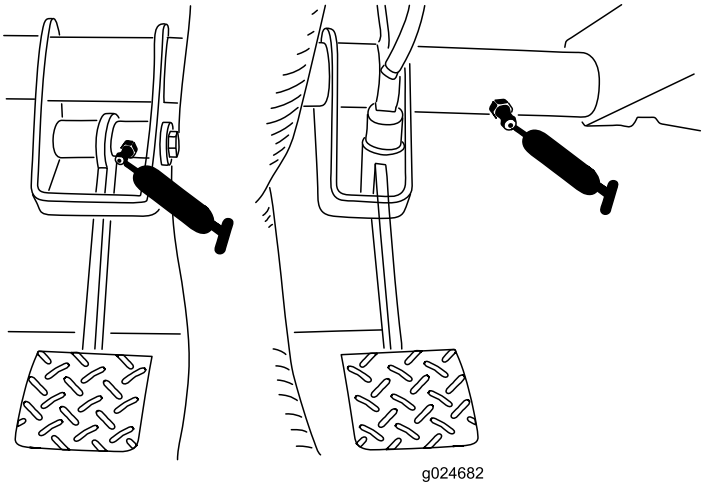

Figur 41
- Clutch (1) og bremse (1) (Figur 41)